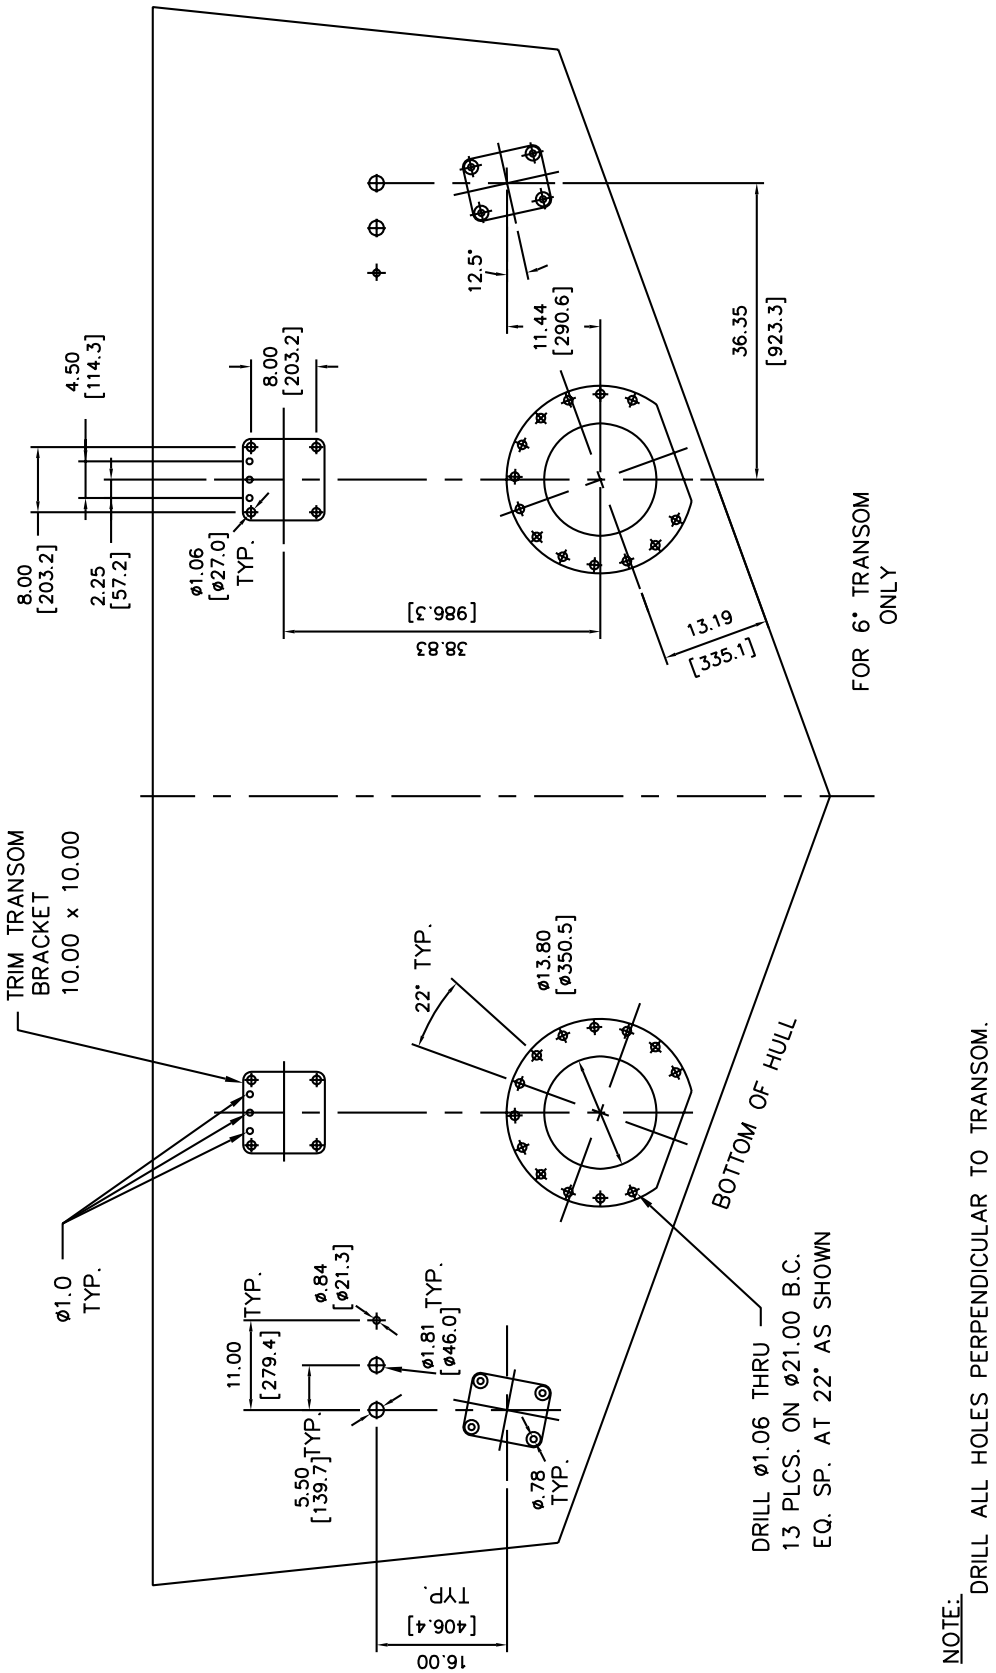

Figure 13. Transom Layout - Dual Drive
4. After the neutral running angle is determined, lay the trim transom bracket against the transom, making sure that the cylinder is still at the center travel location (**Fig. 13**). The center of the transom bracket should be aligned with the drive centerline.
5. Transfer the bracket hole pattern and drill the four 27 mm (1 1/16 in.) and two 25.4 mm (1.00 in.) diameter mounting holes as shown in **Fig. 13** and drawing 1011039 in the **Engineering Drawings section**. Mount the trim cylinder bracket with its backing plate and stainless steel 1 in. diameter bolts, nuts and washers. Torque the nuts to 320 N-m (235 ft.-lbs). Apply a generous amount of marine transom sealant under the bracket and in the fastener holes in the transom to prevent water leakage. Do not turn the bolts when tightening them. Hold the bolts in place and only turn the nuts. If this procedure is not followed, leaks can develop in the holes
2. Set the steering cylinder to the mid-travel location and position the steering cylinder mounting bracket on the transom. **See Figure 13** and **Engineering Drawing 1025928**. The height and orientation of the mounting bracket should be such that the mounting bracket, the clevis, and the rod end are as close to centered as possible. For hulls with moderate deadrise, this height is usually dictated by clearance from the hull bottom.
5. Position the mounting bracket at the center of these two marks. Transfer the steering bracket hole pattern and drill four 27 mm (1.0625 in) and two 24 mm (0.94 in) diameter holes as shown in **Figure 13** and **Engineering Drawing 1025928,** and drawings 1019816-2 metric (-1 SAE) in Engineering Drawings section. Mount the steering cylinder bracket with its backing plate and stainless steel 1/2 in. diameter bolts, nuts, and washers. Torque nuts to 922 N-m (680 ft-lbs). Apply a generous layer of marine transom sealant under the bracket and in the fastener holes in the transom to prevent water leakage. Do not turn the bolts when tightening them. Hold the bolts in place and only turn the nuts. If this procedure is not followed, leaks can develop in the holes.